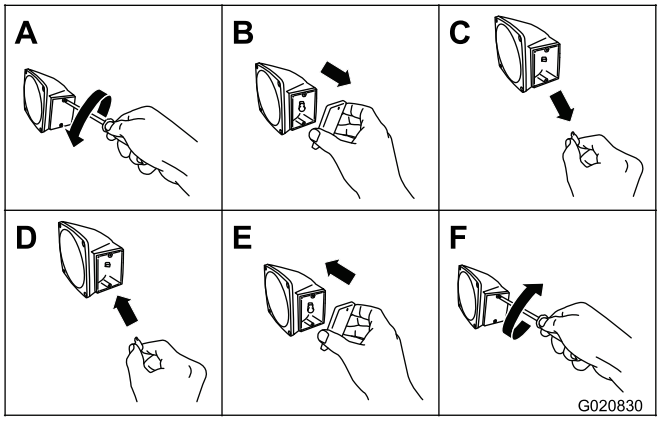

Figure 78
1. À l'aide d'un tournevis, retirez les 2 vis du petit verre rectangulaire sur le côté du feu (Figure 78).
2. Déposez le verre (Figure 78).
3. Sortez l'ampoule de la douille (Figure 78).
4. Poussez une ampoule neuve 168 dans la douille (Figure 78).
5. Reposez le verre et les 2 vis (Figure 78).